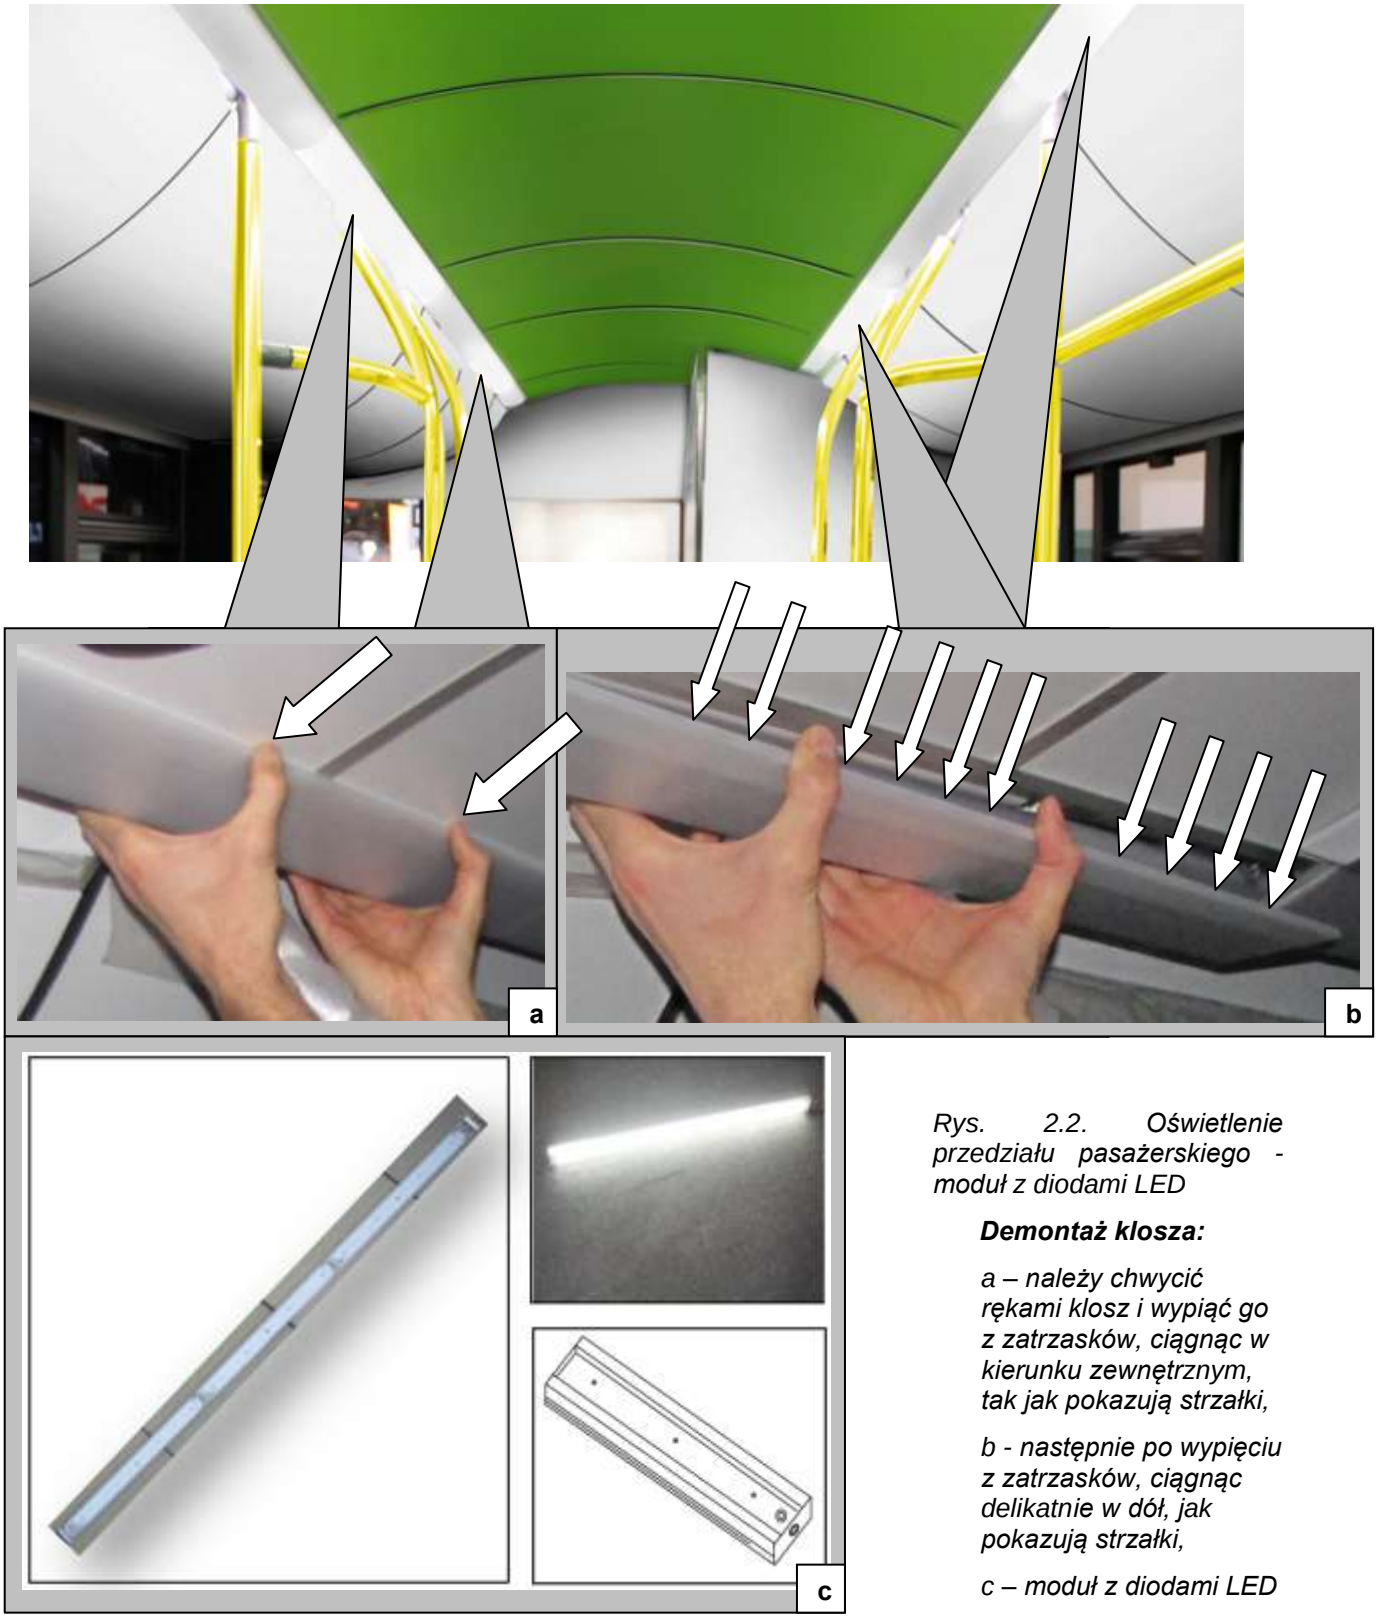

Rys. 2.2. Oświetlenie przedziału pasażerskiego - moduł z diodami LED
– moduł z diodami LED (nowa konstrukcja sufitu), Rys. 2.2,